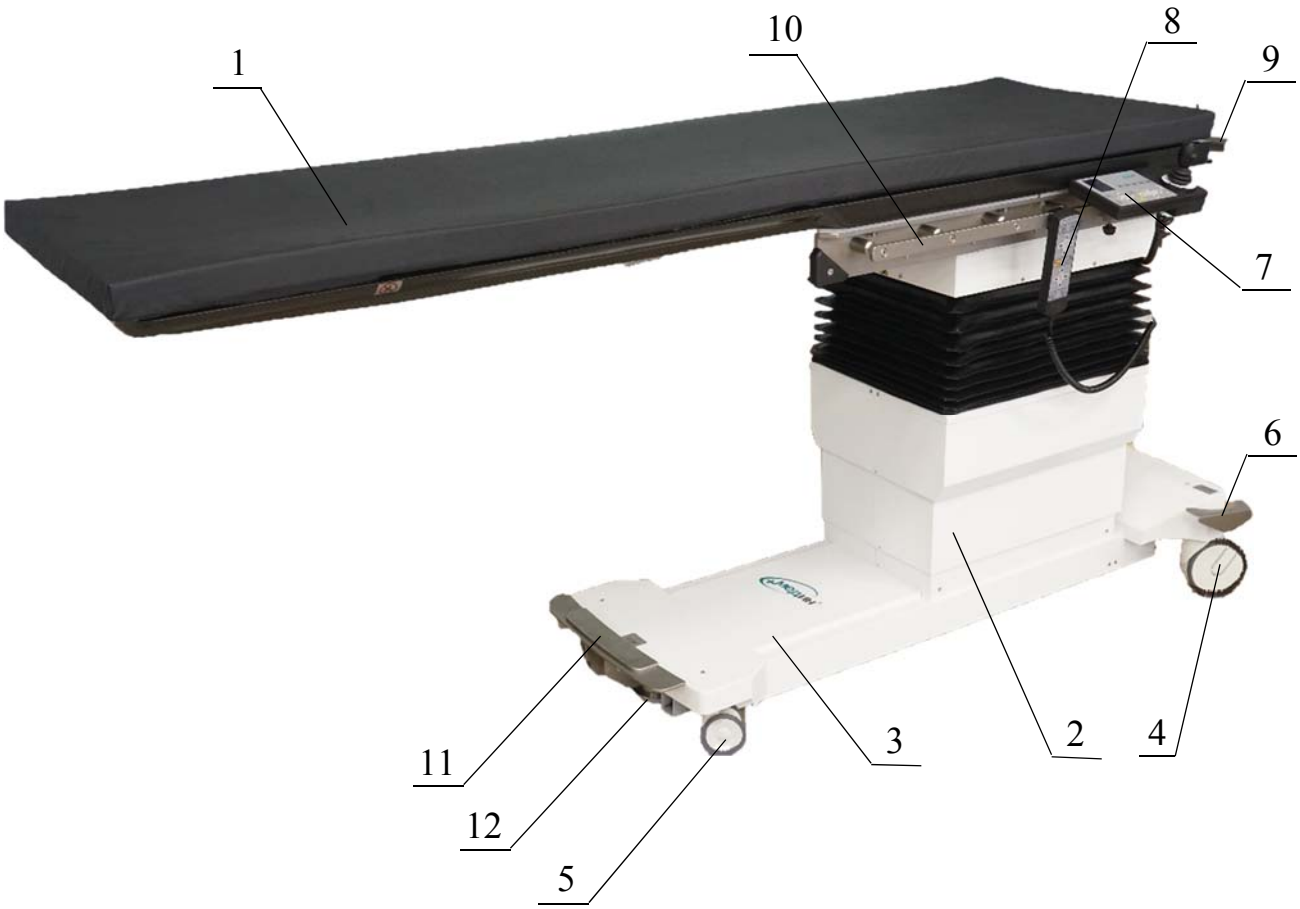

Рисунок 1. Стол рентгенохирургический МЕДИН-САФИС.
6.1 Стол рентгенохирургический МЕДИН-САФИС (Рисунок 1) состоит из столешницы, станины и направляющей колонны.
Тумба состоит из станины 3 и направляющей 2 (Рисунок 1). В тумбе смонтирован электрический привод, который управляет всеми движениями панели стола:
Тумба снабжена колёсами и выдвижной опорой. Перевод стола в зафиксированное (стационарное) положение производится нажатием ногой на педаль 11 (Рисунок 1) до упора и на педаль тормоза колес 6 (Рисунок 1). При этом поворотные колеса ø75 поз.5 отрываются от пола и стол устанавливается на регулируемую опору. Поднятием педали вверх стол опускается на колеса в транспортное положение. Нажатием на педаль 6 в другую сторону растормаживаются колеса ø125мм поз. 4.